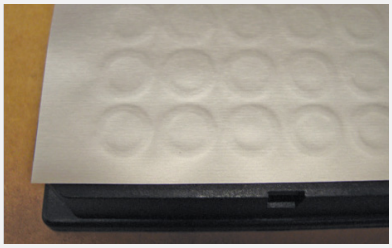

Fig. 9. Impressions should have uniform width around individual wells and across entire plate.
2. Carefully examine the entire seal and plate surface. Look for even sealing around each individual well and across the entire plate (Figure 9).